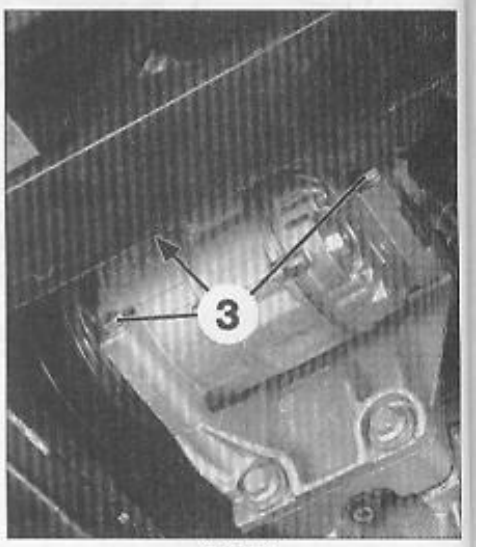

FIG. 28
- Dévisser les vis de fixation (3) du compresseur **(Fig.28)**.